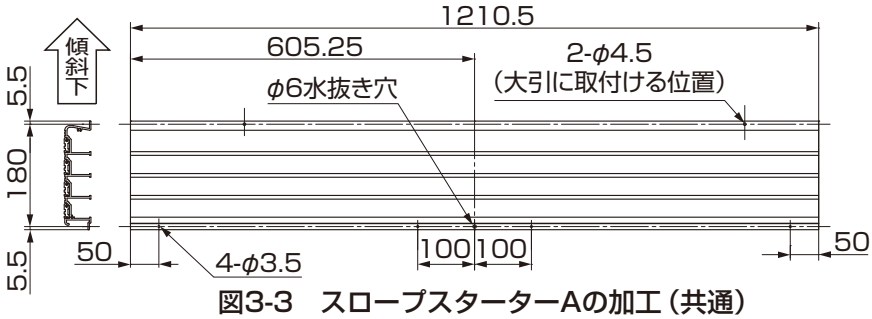
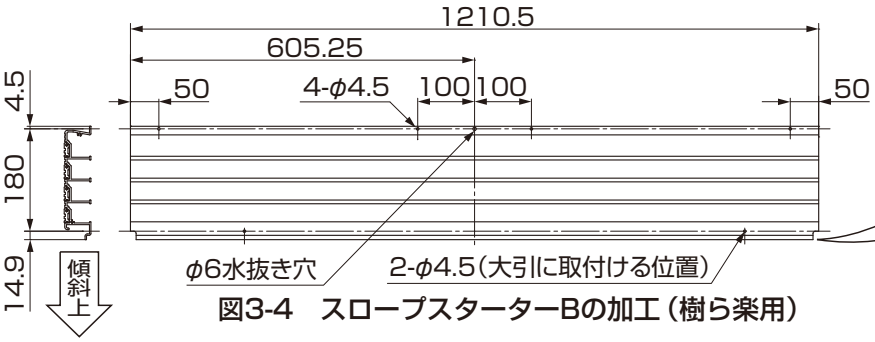
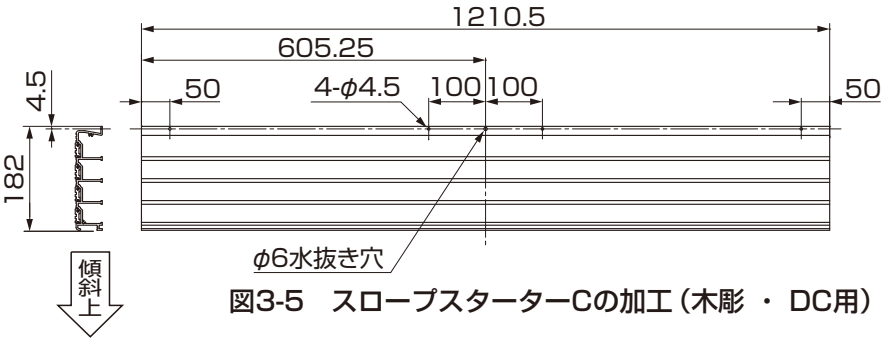

図3-3 スロープスターターAの加工（共通）
図3-4 スロープスターターBの加工（樹ら楽用）
図3-5 スロープスターターCの加工（木彫・DC用）
①スロープスターターに穴加工をしてください。（図3-3、図3-4、図3-5参照）